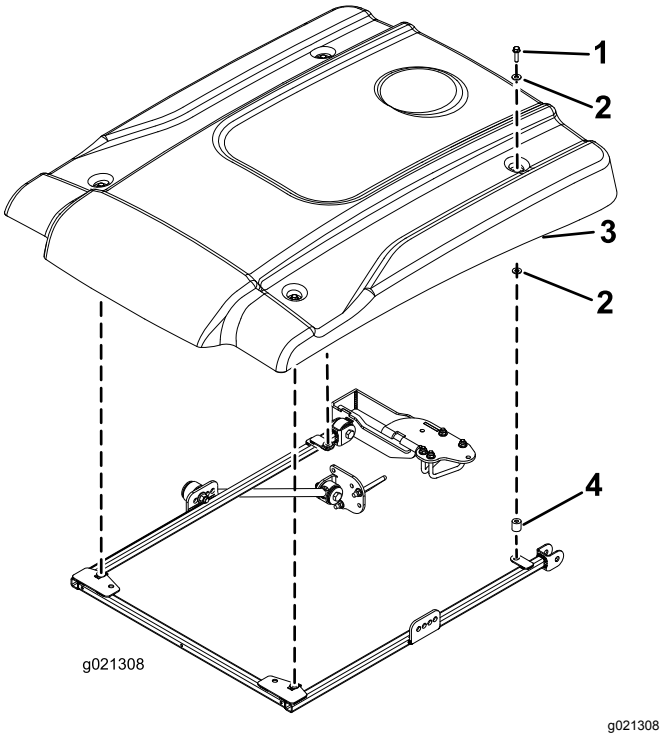

Figur 33
11. Sätt solskärmen på ramen i enlighet med Figur 33 och rikta samtidigt in monteringshålen.
12. Montera solskärmens hörn löst på ramen med en flänsskruv (5/16 × 2¼"), två små brickor och en distansbricka (Figur 33). Placera en bricka på var sida om solskärmens gummihylsa.